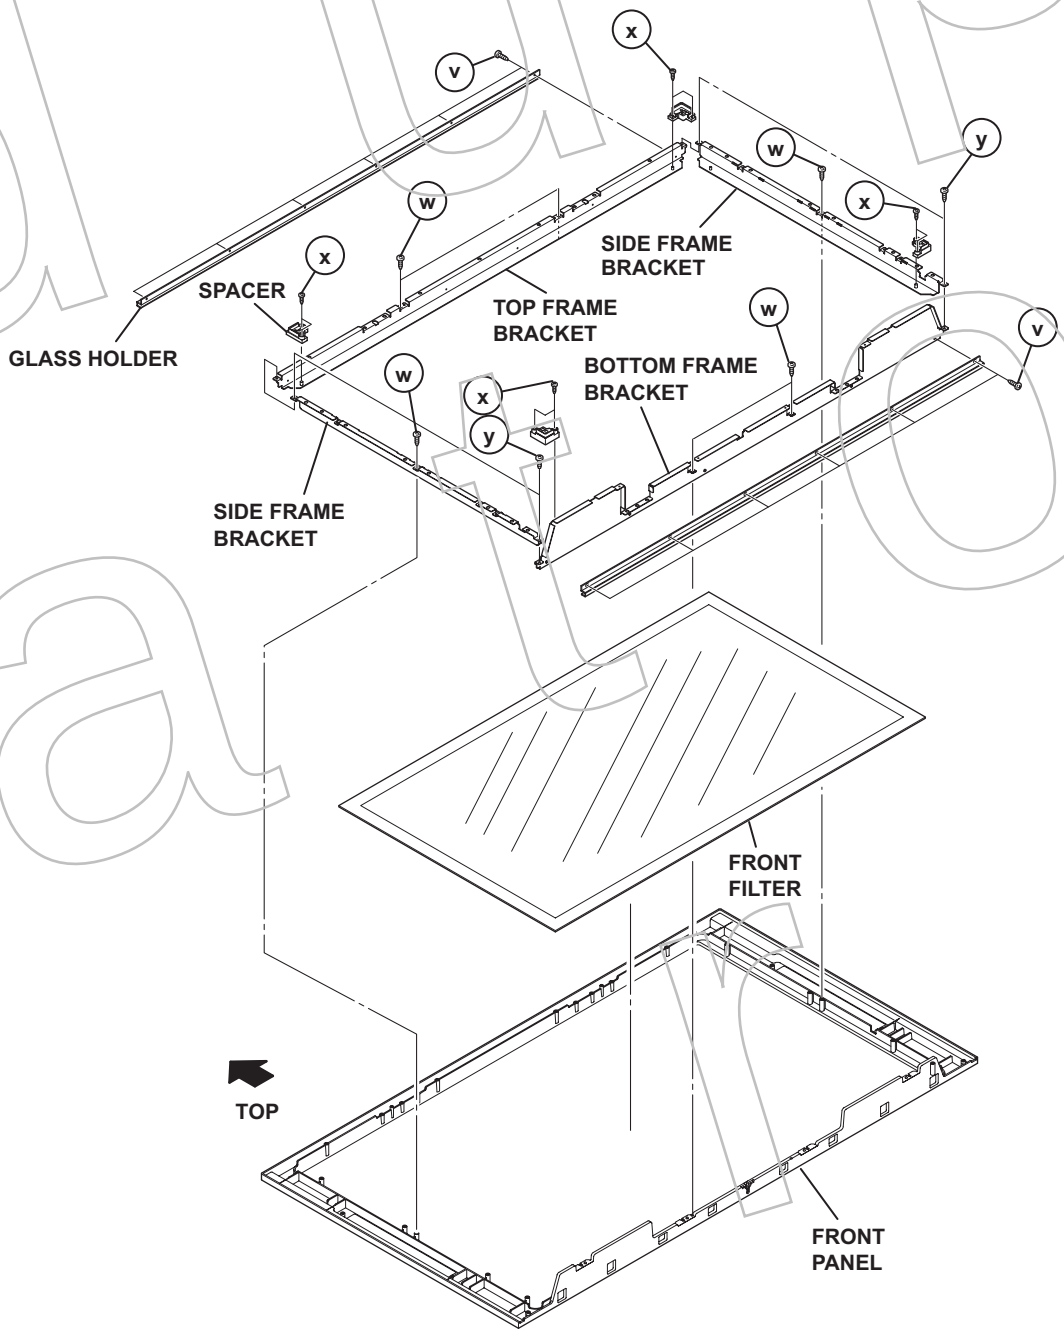

Fig.8
3.2.19 REMOVING THE FRONT FILTER (Fig.8)
(1) Remove the 12 screws **[v]**, then remove the GLASS HOLDER.
(2) Remove the FRONT FILTER with enough care not to damage it.
3.2.20 REMOVING THE TOP FRAME BRACKET, BOTTOM FRAME BRACKET AND SIDE FRAME BRACKET (Fig.8)